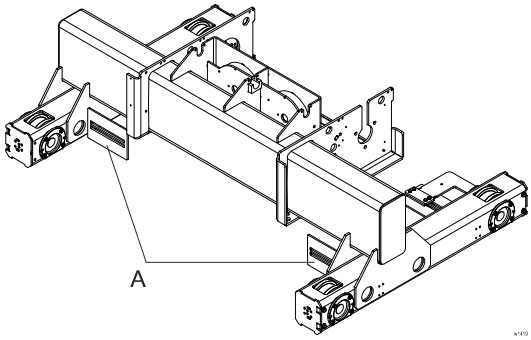

Рис. 31.
1. Выкрутите крепежные винты (1) предохранителя подъема
3. В OE-S07 8/2-1 жестко приварены две крепежные пластины (A) и откинуть на 90° нужно два блока предохранителя подъема, см. Рис. 31..